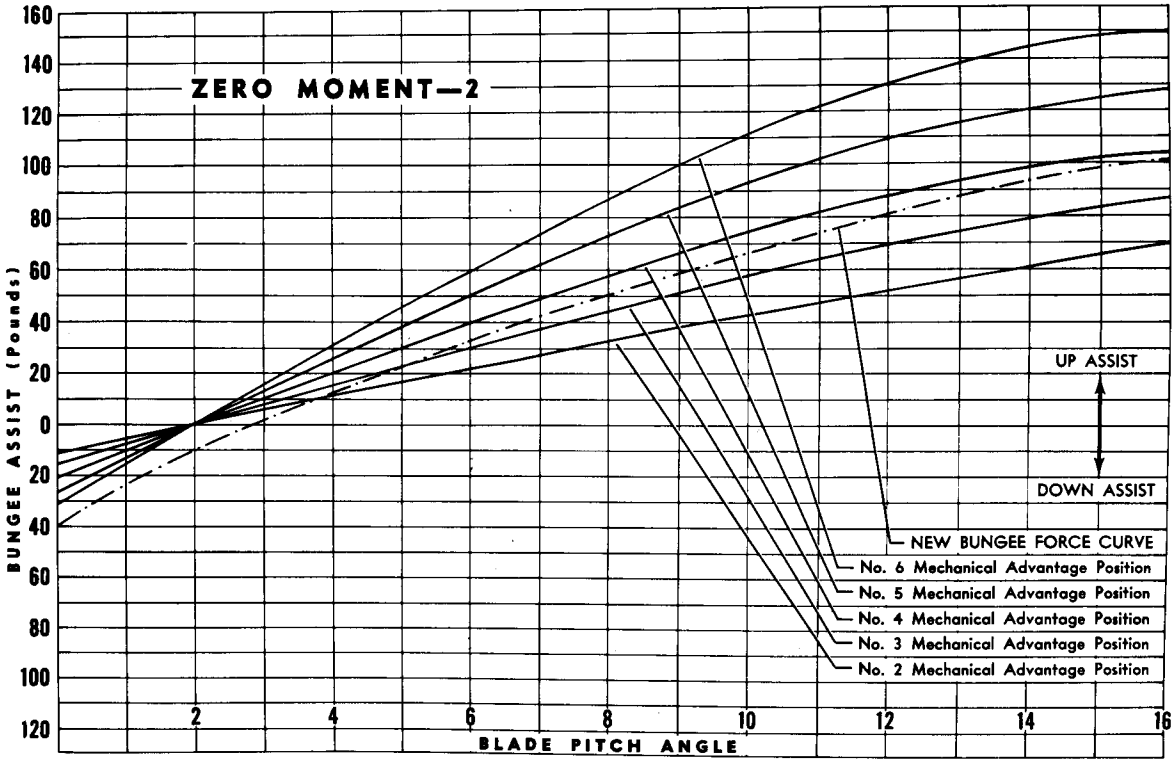

Figure 2-27C. Sample Bungee Adjustment Graph
2-144C. SAMPLE PROBLEM. (See figure 2-27C.) The flight check reveals the following forces to be present in the collective pitch system through the normal operating range:
a. The bungee setting check reveals the bungee to have a zero moment of 2 and a mechanical advantage setting of 5. Referring to the sample graph, figure 2-27C, find the curve which represents the amount of assist for the existing bungee setting of zero moment 2, mechanical advantage 5.